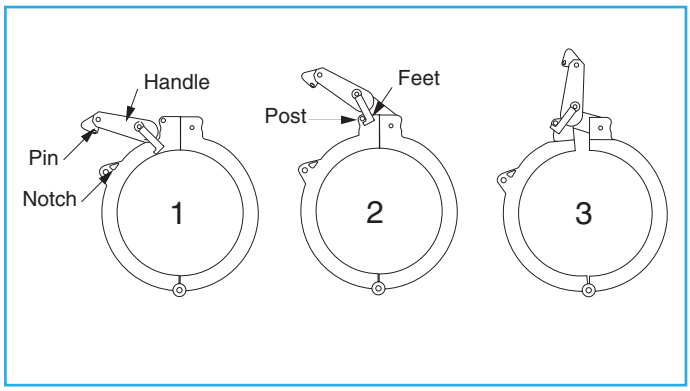

Figure 12.
8.1 Push the handle to the side to release the pin from the notch, then lift the handle. See Figure 12, Step 1.
8.2 Hook the "feet" of the handle behind the two posts and pry open one half of the clamp. See Figure 12, Steps 2 and 3.